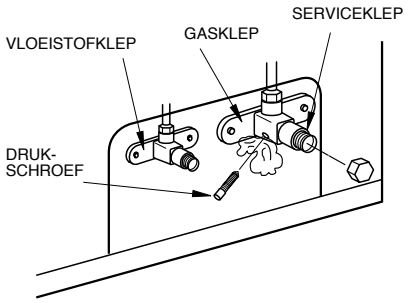

Fig. 16
7. Zet de twee kleppen, zowel de gas- als de vloeistofklep, helemaal open (Afb. 16).